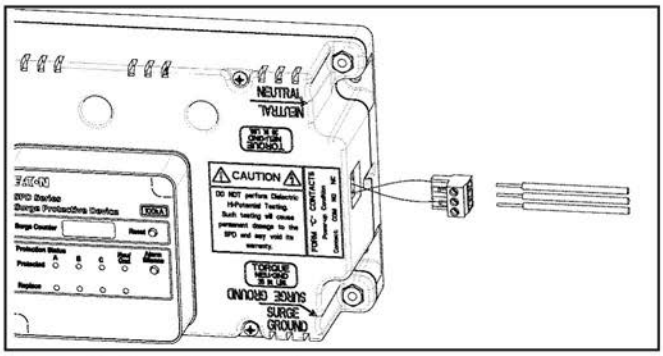

Figure 13. Form C Connection
9. The SPD (Standard and Standard with Surge Counter models) also has an available connection for remote monitoring of the Form C relay contacts. See Figure13. This is a green connector located on the side of the SPD. To make the connection, remove the green connector and install the remote monitor leads (connector supports 12-24AWG wire). Fasten the remote monitoring wires to the N.O., N.C and COM connection points per the label on the front of the SPD. Contacts are rated: 150 Vac or 125 Vdc at 1A. Follow all national, state and local electrical codes. With wiring complete, plug the green connector into the SPD.
Some SPD units have a Form C relay contact that allows for the remote indication of SPD status. Form C contact wires are connected via a three terminal connector. See Figure 13.